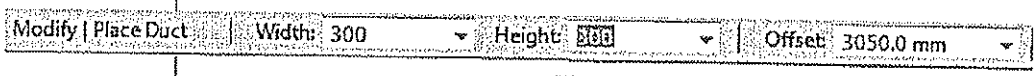

Figure 8–89
14. In the Options Bar, set the *Width* and *Height* to **300mm** and the *Offset* to **3050mm** as shown in Figure 8–89.